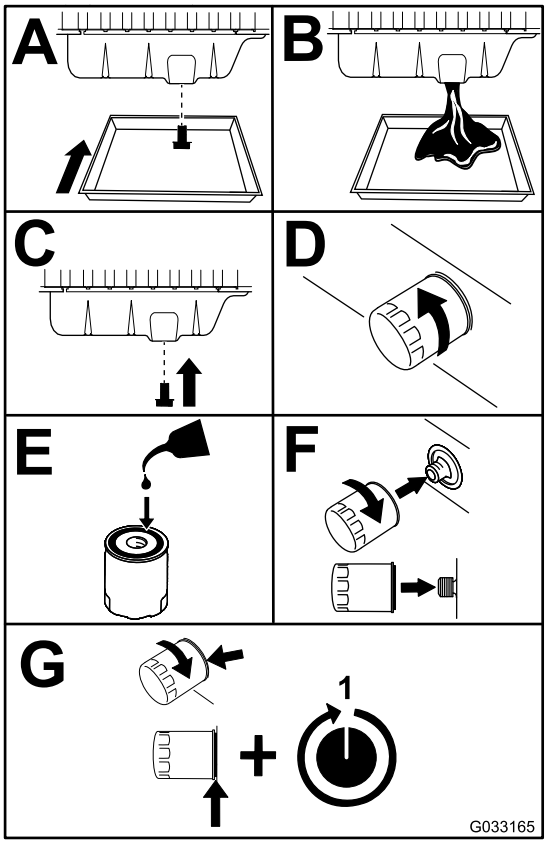

Bild 49
3. Tauschen Sie das Motoröl und den Motorölfilter aus (Bild 49).